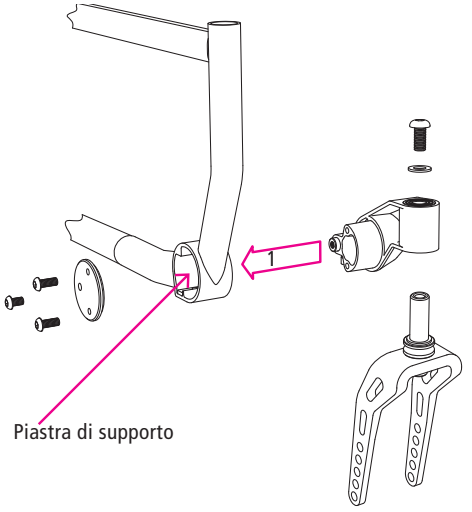

fig. 58
5. Ora è possibile inserire nuovamente il braccio completo sul lato opposto della sedia a rotelle (1, fig. 58).